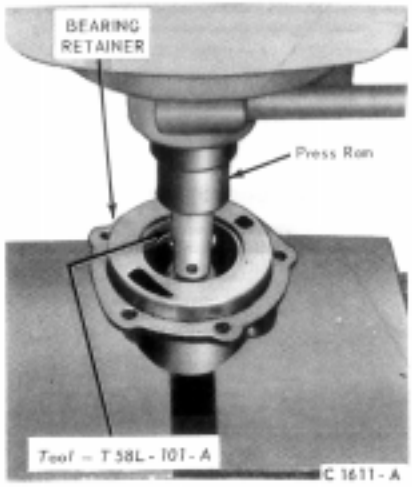

FIG. 6-14—Removing Rear Bearing Retainer Outer Cup, Bearing and Seal
5. Press the outer cup, bearing and seal from the bearing retainer as shown in Fig. 6-14.
6. Remove the inner cup with the tool shown in Fig. 6-14.